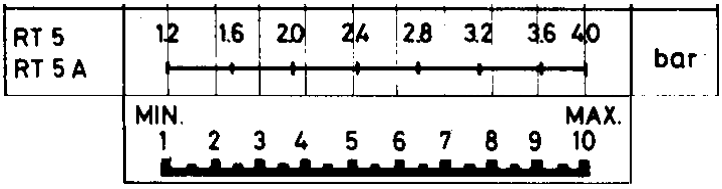

Fig. 4
a) Rotiti butonul (1) pana cand indicatorul scarii (2) se pozitioneaza la valoare presiuni la care se doreste repornirea arzatorului;
b) Demontati capacul presostatului si pozitionati tamburul (3) la valoarea alesa pentru diferential (oprirea arzatorului) in baza diagramei din Fig. 4.